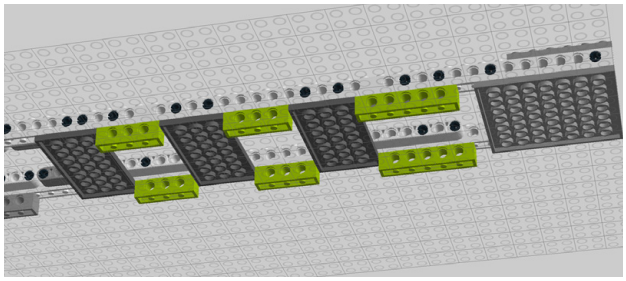

Figure 8-77. *Step 72: Adding more bricks to the underside*
72. Add four 4M and two 6M Technic bricks (Figure 8-77).